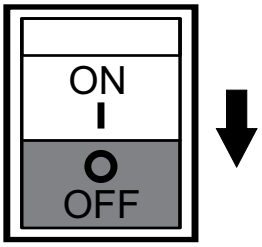

Figure 32. Operation Switch (OFF)
4. To shut-down the engine, place the generator's operation switch (Figure 32) in the **OF**F position).